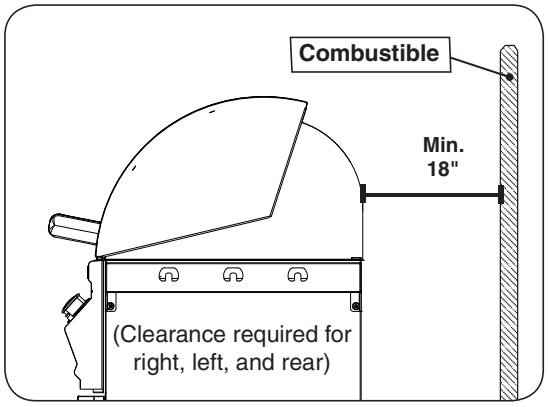

Fig. 10-1 Clearance **'A'** Diagram
- The grill must have a minimum of 18" right, left, and rear clearance from any combustible wall (see Fig. 10-1).